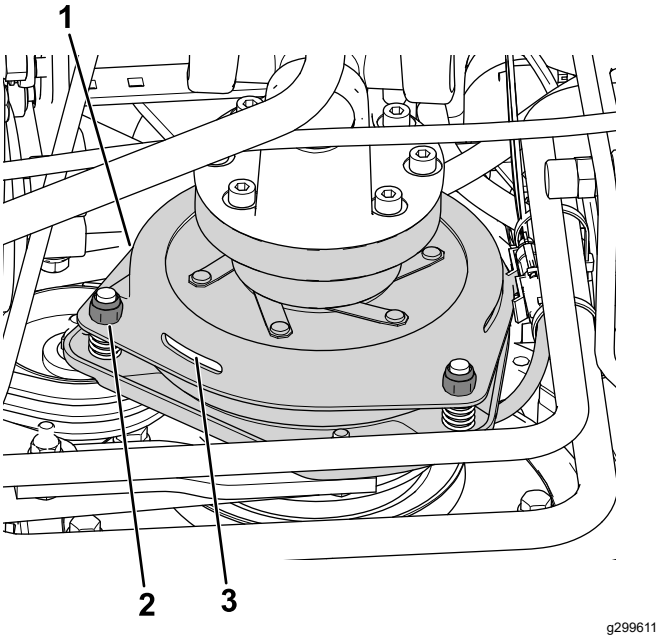

Рисунок 76
3. Отрегулируйте зазор так, чтобы толщиномер на 0,3 мм мог проходить между накладкой муфты и фрикционной пластиной с легким усилием (Рисунок 76).
Примечание: Этот зазор можно уменьшить, поворачивая регулировочные гайки по часовой стрелке (Рисунок 76). Максимальный рабочий зазор составляет 0,6 мм. Отрегулируйте все 3 воздушных зазора так, чтобы они составляли 0,4 мм.